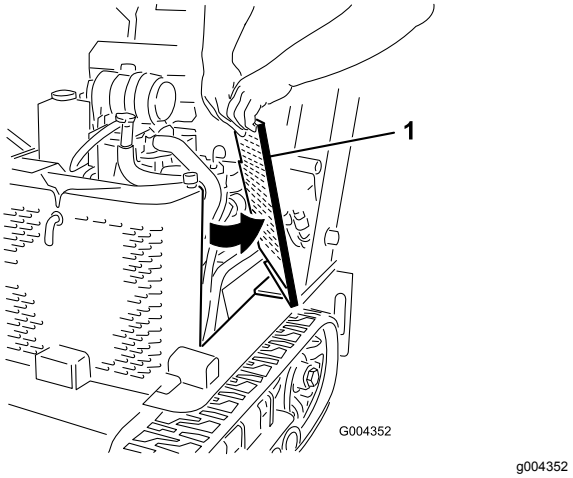

Rysunek 27
2. Przesuń osłony boczne (Rysunek 27) do góry, wysuwając z otworów w przedniej osłonie i ramie.